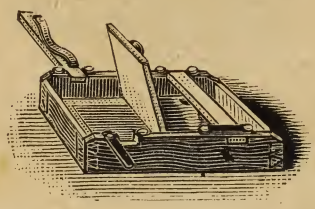

Fig. 12.
**Le châssis positif.** — Nous avons dit que, lorsqu'on avait obtenu le cliché, on tirait l'épreuve positive en exposant à la lumière une feuille de papier sensible derrière ce cliché. Ce tirage se fait au moyen du châssis positif que montre la fig. 12.